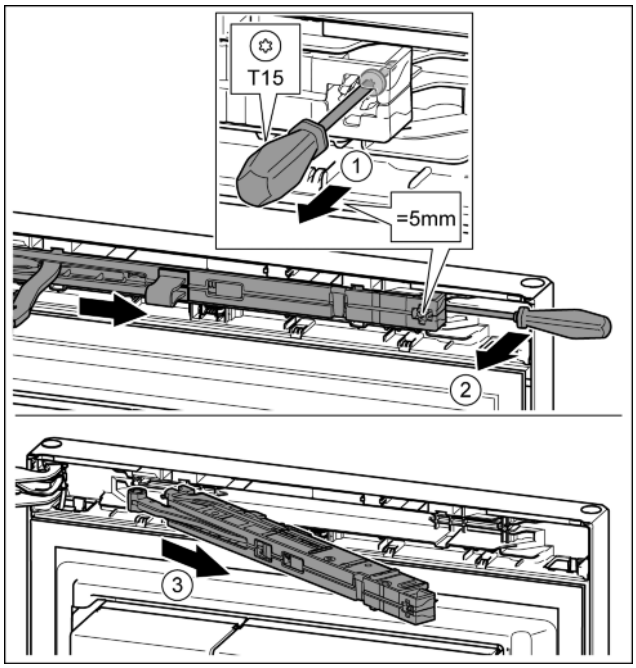

Fig. 14
▶ Undo the soft-stop mechanism screw with a T15 screwdriver approx. 5 mm. *Fig. 14 (1)*
▶ Insert a screwdriver behind the soft-stop mechanism on the handle side and rotate forwards. *Fig. 14 (2)*
▶ Remove soft-stop mechanism. *Fig. 14 (3)*